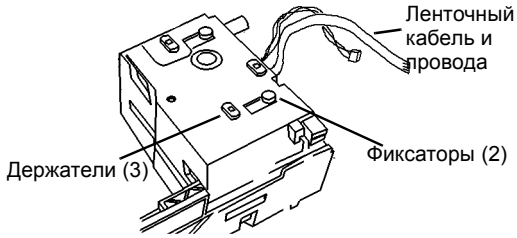

Рисунок 2 Проверка держателей и гнезд
1. Проверьте держатели и фиксаторы узла подачи (Рисунок 2).
- Для позиционирования узла подачи держатели (3) вводятся в гнезда.